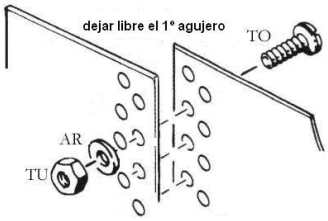

fig. 17
c) Juntar los dos extremos de la pared metálica de manera que pueda pasar los tornillos (TO) dentro de ambos agujeros dejando siempre las tuercas (TU) y las arandelas (AR) del lado exterior, fig. 17.